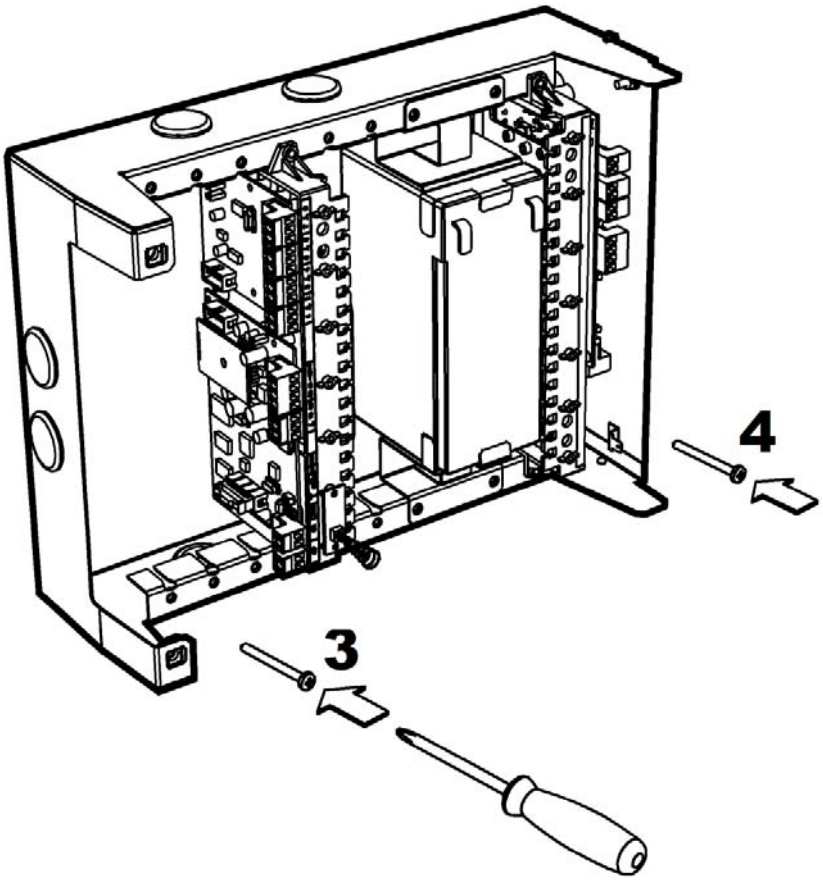

Рис. 73
3. Вверните шурупы в отверстие 3 (и 4) в ее нижней части (Рис. 73).